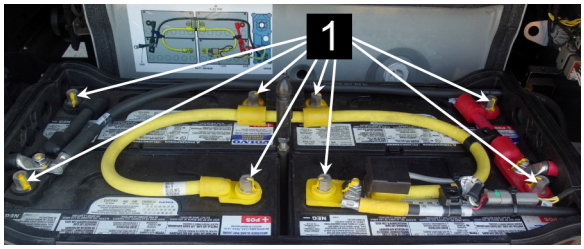

FIGURE 53: INSTALLER LES VIS DE CÂBLES DES BATTERIES
5. Connecter les câbles des batteries. Serrer les écrous des terminaux (item 1, FIGURE 53) à la valeur de couple suivante: